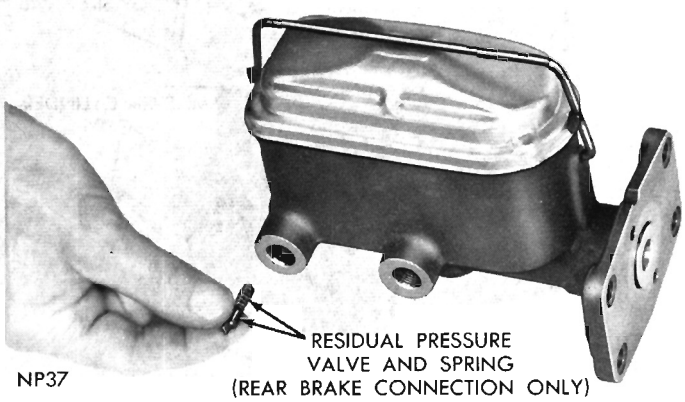

Fig. 3—Removing or Installing Residual Pressure Valve and Spring
(6) Remove residual pressure valve and spring from front outlet (Fig. 3).
(7) Remove rubber cups from pistons after noting position of cup lips. Do not remove center cup of rear piston. If cup is damaged or worn, install a new rear piston assembly.
(4) Install residual pressure valve and spring (Fig. 3) in **front** brake outlet, then install tube seats firmly. (When the bleeding tubes are attached, the tube seats will be positioned correctly.)